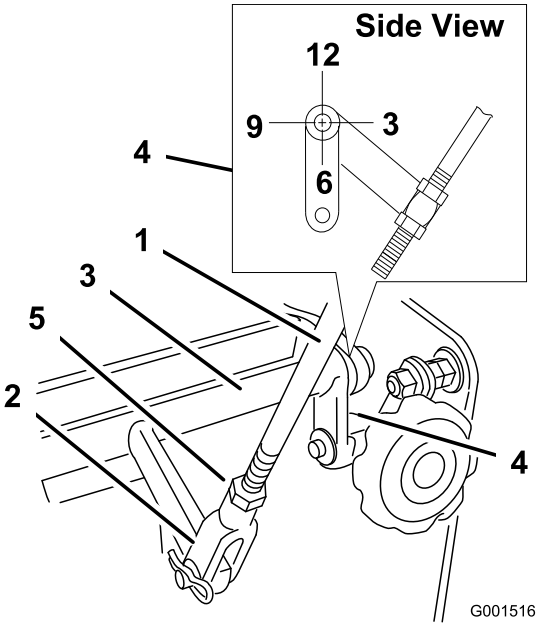

Figuur 30
4. Controleer de richting van de lipjes aan de uiteinden van de krukas van de toerenregelaar. Zorg dat deze lipjes recht naar beneden wijzen, ongeveer naar de 6-uurstand (Figuur 30).
5. Stel de gaffel met schroefdraad aan de onderzijde van het toerenregelaarmechanisme af tot de lipjes naar de 6-uursstand wijzen (Figuur 30).